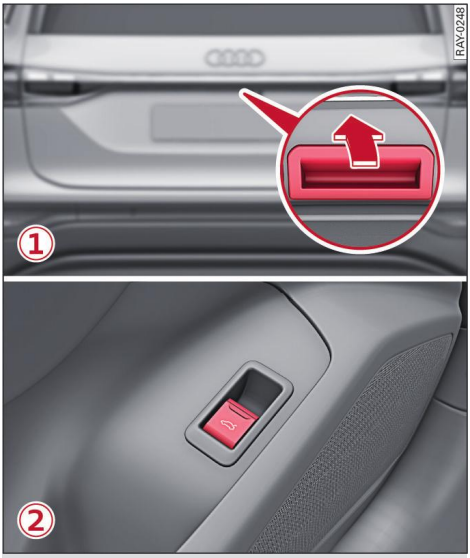
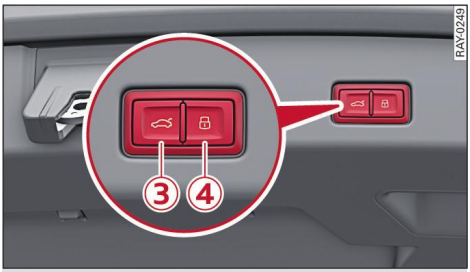

Fig. 16 Release catch in boot lid ①, button in driver's door ②
Fig. 17 Boot lid: ③ close button, ④ lock button
- Press the release catch on the boot lid ① ⇨ *Fig. 16*. The vehicle key or digital key must be within a range of about 1.5 metres from the luggage compartment if the luggage compartment is locked, or
- Briefly pull the button ② in the driver's door ⇨ *Fig. 16*, or
- Unlock the vehicle or boot lid with the / 2x button on the vehicle key and press the release catch on the boot lid ①.
You can change the settings on the MMI to activate/deactivate the option for opening the boot lid via the release catch ⇨ *Fig. 16* ⇨ *page 37*.
- Press the button ③ ⇨ *Fig. 17* inside the boot lid, or
- With the vehicle switched off, press the / button ③ / ④ inside the boot lid. The vehicle key or digital key must not be in the vehicle. If you press the button ④, the vehicle will be locked after the boot lid is closed. If you press the button ④ and the vehicle key is in the luggage compartment or out of range (more than approx. 1.5 m away), a warning tone will sound and the boot lid cannot be closed, or
- With the vehicle switched on, pull and hold the button ② in the driver's door ⇨ *Fig. 16* until the boot lid is closed, or
- If the button ④ is fitted in the boot lid, with the vehicle switched off, press and hold the 2x button on the vehicle key until the boot lid closes. There will be a slightly delay before it closes. Make sure to stand clear of the boot lid when doing so (do not stand further away than 3 m).
- You press button ③ or the release catch ① on the boot lid ⇨ *Fig. 16* again, or
- ▸ You press the button ③ ⇨ *page 52, Fig. 17* or the release catch ① ⇨ *page 52, Fig. 16* on the boot lid again, or
If you now press the button ③ ⇨ *page 52, Fig. 17* or the release catch on the boot lid ① ⇨ *page 52, Fig. 16*, the boot lid will close/open again.